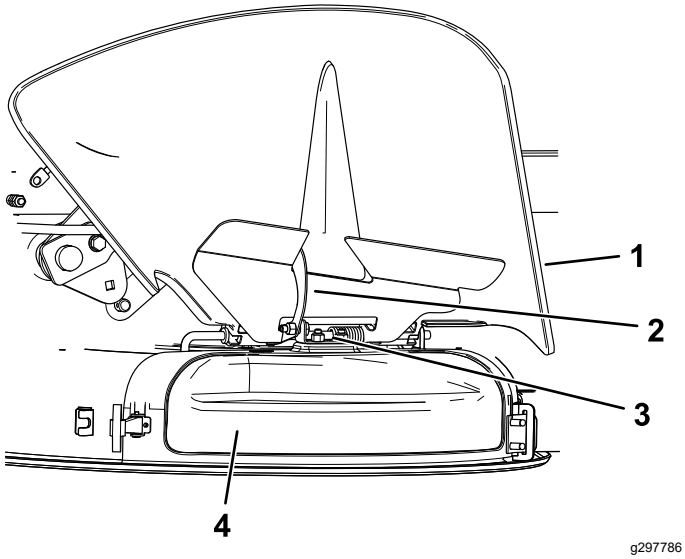

Figur 16
4. Lossa den krokformade spärren på översidan av utkastarluckan från den vridbara stången (Figur 16).
5. Fäst den krokformade spärren ovanpå utkastarluckan runt den vridbara stången på gräsriktaren (Figur 16).